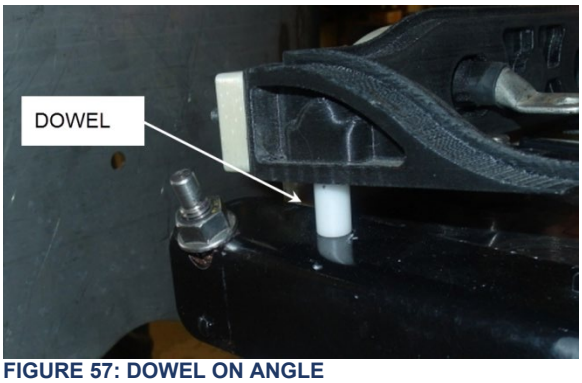

FIGURE 57: DOWEL ON ANGLE
5. Align the dowels on the angles with the holes on the cable guides (FIGURE 57).